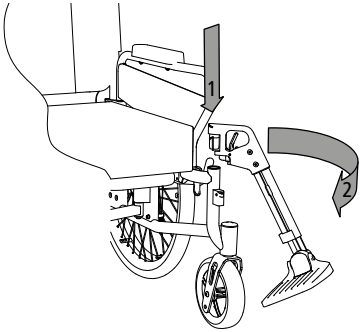

fig. 4
1. Inserire il sostegno per la gamba lateralmente dall'alto (1, fig. 4), quindi girarlo in avanti (2, fig.4). Cos' facendo si percepirà nettamente lo scatto.